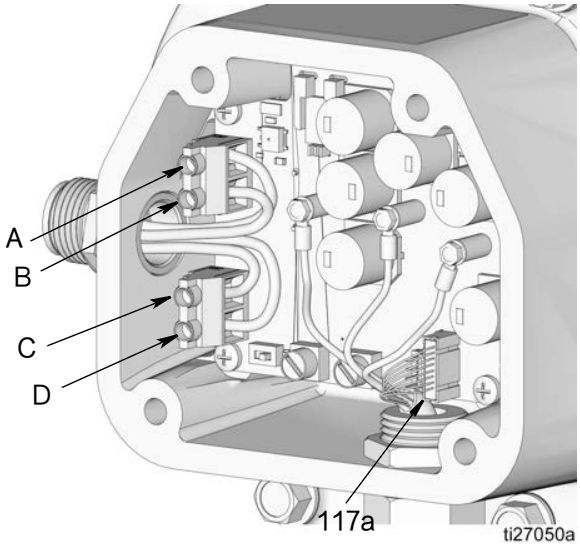

图 67
7. 从电机控制板断开传感器电缆 (117a) 连接（图 67）。
8. 断开电源与电源输入（A 和 B）以及泵控制器接头（C 和 D）的连接（参见图 67 和控制面板，第 13 页）。
2. 将电源与电源输入（A 和 B）以及泵控制器接头（C 和 D）连接（图 67 和 A、B、C、D，第 13 页）。用 5.5 – 7 英寸磅（0.62 – 0.79 牛 • 米）的扭力拧紧。